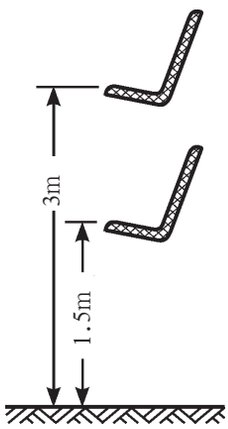

图 1.44　野外考察休闲椅的高度
(1) 名称：野外考察休闲椅。
(2) 目的：为了满足部分游客在野生动物园进行考察及休闲的需要，就需要设计一个安装在树干上、高度可调的、可供一边观察一边休闲的椅子。
(3) 总体要求：
①椅子应该可以折叠，以便携带；
②安全并且舒适；
③距离地面 1.5 ～ 3m(图 1.44) ；
④椅子的最大承受载荷大约 150kg；
⑤结构要求尽量简单、轻巧，适于放置在小汽车后备厢内。